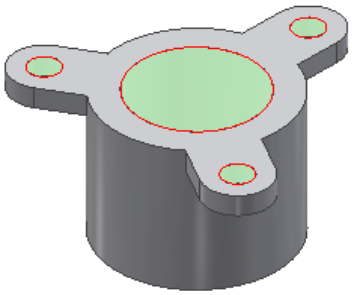

Figure 19-75 *Preview of the patching surfaces*
2. Choose the **Auto Detect** button available at the top of the dialog box; a preview of the patching surfaces is displayed in the modeling area, refer to Figure 19-75.